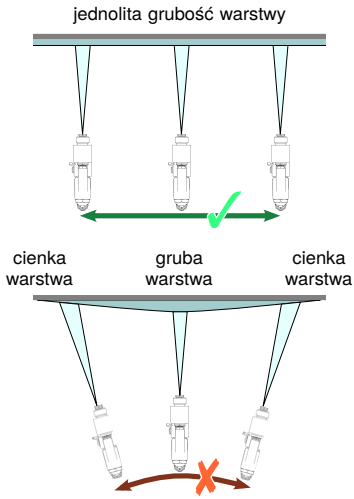

Rys. 12: Prowadzenie pistoletu natryskowego
- Pamiętać o równomiernej prędkości i prowadzeniu pistoletu natryskowego równolegle do powlekanej powierzchni. Machanie pistoletem natryskowym powoduje powstawanie nierównomiernej powłoki (patrz Rys. 12).